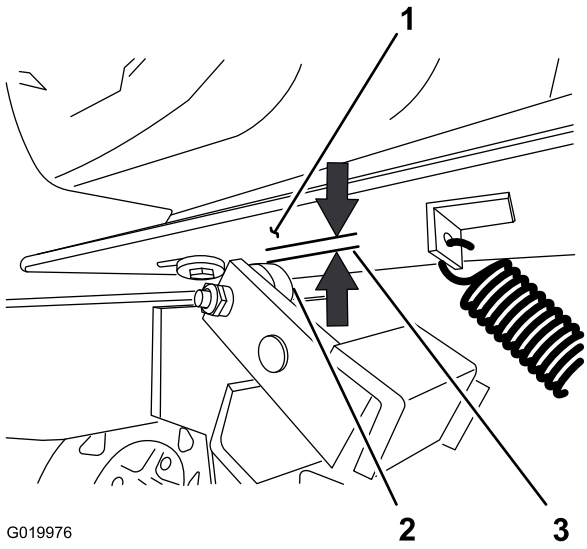

Figure 70
2. Mesurez l'entrefer entre le plancher moteur et le rouleau sur l'embrayage (Figure 70).